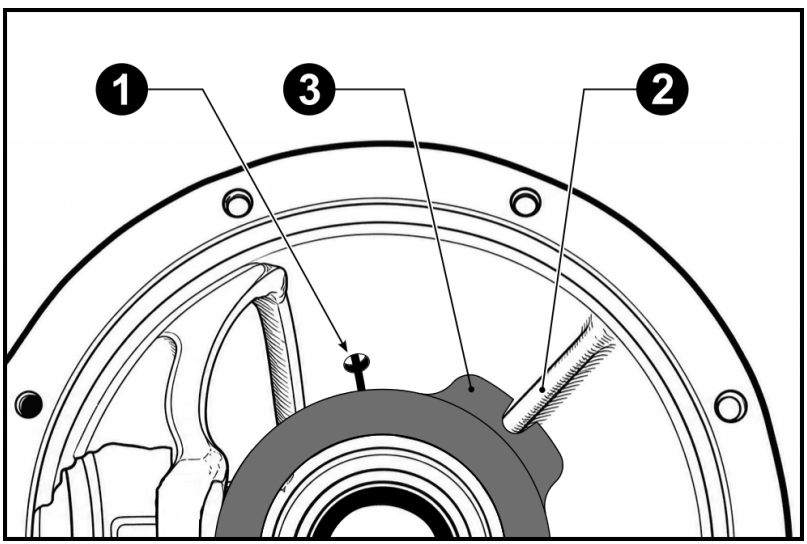

Рис. 23
*На **Рис. 23** изображено какое внутреннее рёбро жёсткости (**2**) картера моста необходимо использовать для зацепления с технологическими выступами (**3**) на корпусе магнита.*
3.18 Проденьте кабель магнита (**1**) через просверленное отверстие в корпусе редуктора и вытяните кабель с наружной стороны. (**Рис. 23**)
3.19 Установите блокировку в корпус редуктора. При установке медленно проворачивайте фланец ведущей шестерни, чтобы её зубья правильно вошли в зацепление с ведомой шестерней. По мере посадки блокировки ребро картера моста (**2**) должно оказаться между выступами на корпусе магнита (**3**). (**Рис. 23**)
3.20 Проверьте люфт магнита: слегка перемещайте кабель (**1**) вперёд и назад. Должен ощущаться небольшой ход и лёгкие щелчки — это признак свободного поворота магнита. Если зацепления нет или блокировка не садится полностью, снимите её и повторите выравнивание. (**Рис. 23**)